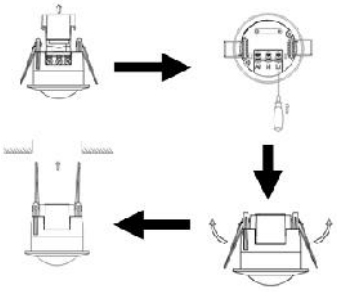

Рис. 3
4.5. Для модели IS 772 (рис. 3): установить крышку в исходное положение. Затем поднять фиксирующие пружины инфракрасного датчика вверх и установить его в монтажное отверстие потолка. После того как пружина будет опущена, датчик окажется в установленном положении.